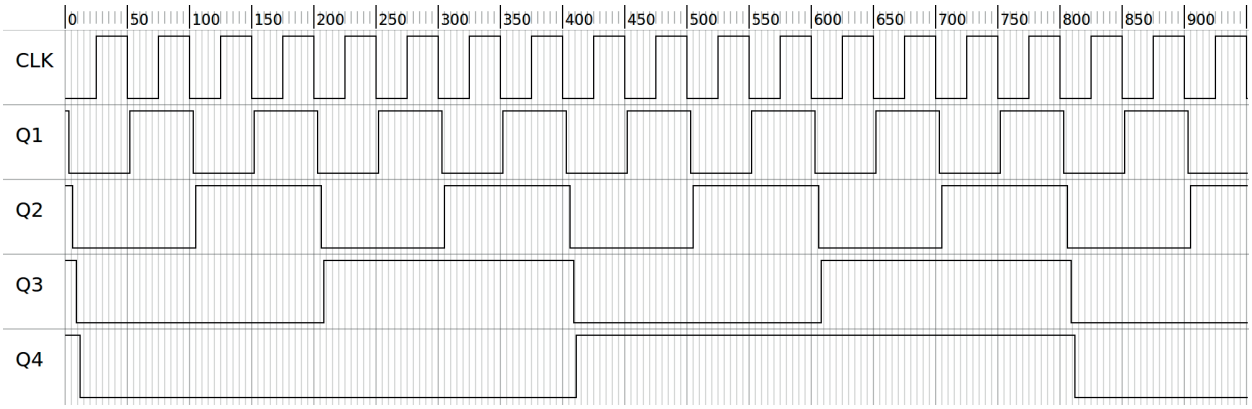

Figura 10.3 – Exemplo de diagrama de tempo para um contador binário assíncrono de 4 bits.
Um exemplo de diagrama de tempo para este contador é fornecido na figura 10.3. Observe as formas de onda na figura 10.3 para entender completamente o princípio de operação do contador binário assíncrono de 4 bits. Inicialmente, todas as saídas dos flip-flop são zero (0): Q1 = 0, Q2 = 0, Q3 = 0, Q4 = 0
Quando as formas de onda da figura 10.3 são examinadas, pode ser visto que a frequência do sinal da saída do FF1 é 1/2, do FF2 é 1/4, do FF3 é 1/8 e do FF4 é 1/16 do pulso do relógio de entrada. Consequentemente, os contadores podem ser usados como divisores de frequência. Observe também o atraso de tempo na resposta dos flip-flop em relação à mudança de pulso de relógio. A saída Q1 está atrasada em relação ao pulso de relógio CLK. O mesmo acontece com a saída Q2 que está atrasada em relação ao pulso de relógio (Q1).